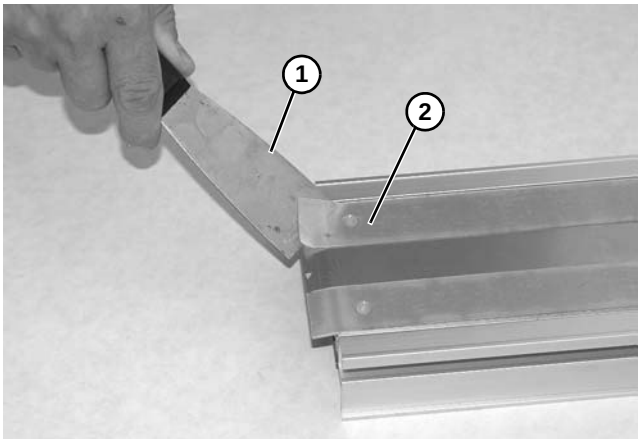

Figure 73
2. À l'aide d'un couteau à mastiquer **(Figure 73, élément 1)**, commencer à soulever le bord de la plaque d'usure **(Figure 73, élément 2)**.